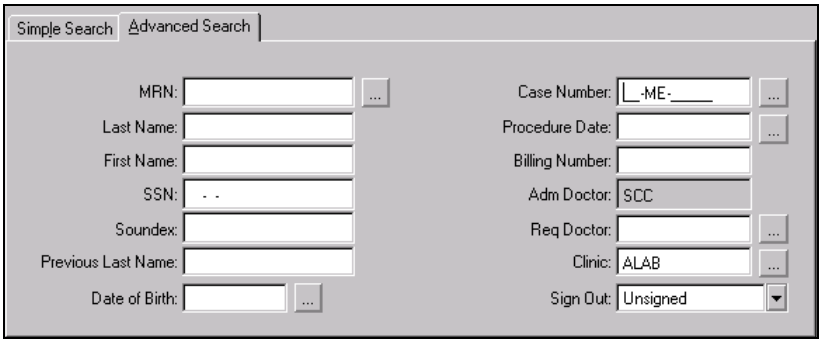

Figure 4-6. Doctor Query Search window - Advanced Search tab.
- **Advanced Search Tab -** The **Advanced Search** tab allows you to enter more specific information to narrow the search. The **Advanced Search** tab displays similar to Figure 4-6. The admitting doctor ID displayed in the **Adm Doctor** field defaults from the user ID of the currently logged in user and cannot be changed.